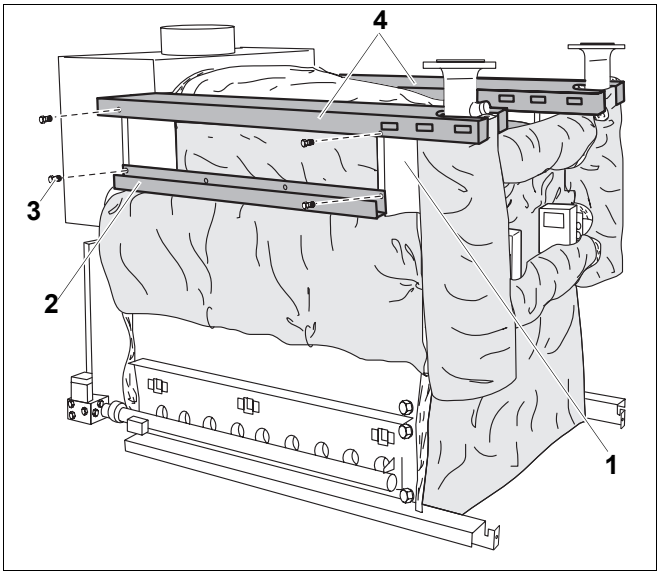

Rys. 58 Montaż pokrywy bocznej kotła i kanałów kablowych
- Obie boczne pokrywy kotła (rys. 58, **poz. 4**) należy nałożyć na wsporniki (rys. 58, **poz. 1**) i przymocować śrubami z łbem płaskim 3,9 x 9,5 (rys. 58, **poz. 3**).
- Przykręcić oba kanały kablowe (rys. 58, **poz. 2**) z przodu i z tyłu do wsporników (rys. 58, **poz. 1**) śrubami z łbem płaskim 3,9 x 9,5 (rys. 58, **poz. 3**) (dolny otwór we wsporniku).